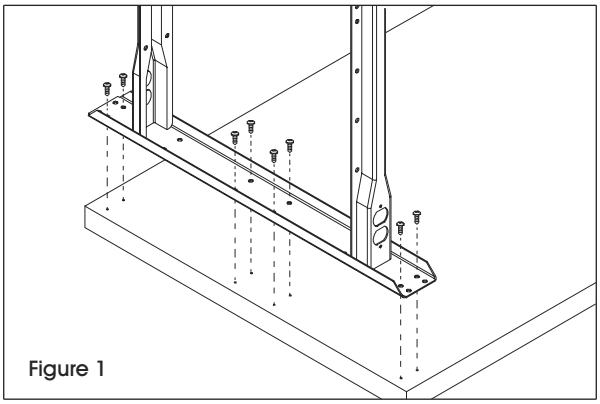

Figure 1
1. À l'aide de 24 vis à bois, fixez les pieds sur le dessous de la surface de 96 po (5) en utilisant les trous prépercés. (Voir Figure 1)
1. À l'aide de 17 vis à bois, fixez le pied en L (6) et le pied (2) sur le dessous de la surface de 48 po (8) en utilisant les trous prépercés. (Voir Figures 1 et 2)